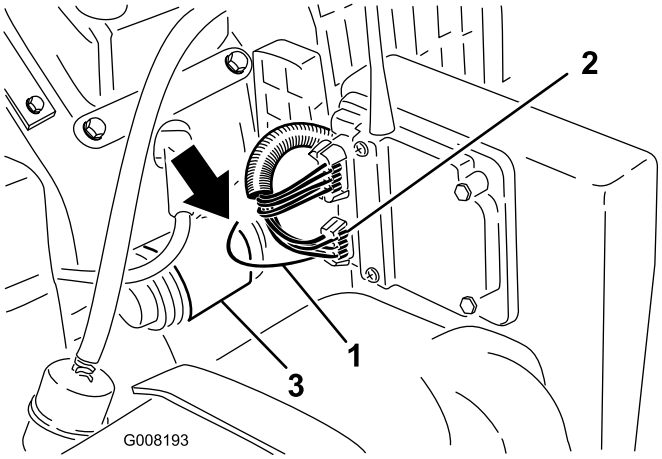

Figur 22
1. Finn den gule ledningen med sort stripe på som er foldet inn i ledningsnettrøret som kommer fra koblingen med seks pinner på mottakeren (Figur 22). Trekk ledningen ut av røret.